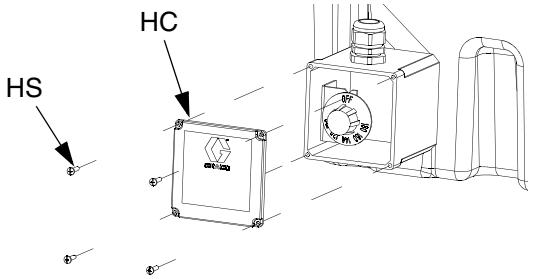

FIG. 13: Tapa del calentador por inmersión
8. Instale la tapa del calentador por inmersión (HC) con tornillos (HB). Vea FIG. 13.
9. Abra la puerta de la caja de empalmes y quite el tapón del hilo del calentador apropiado. Instale la sujeción de cable del buje (302). Pase el cable de alimentación (303) por la sujeción para cables.